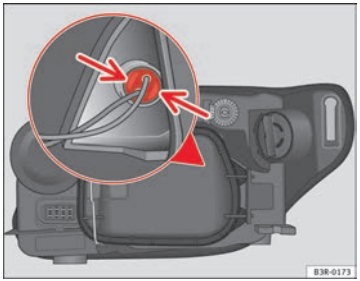

Fig. 201 Side light bulb (outside of vehicle)
- Gently press on the bulb holder tabs ⇒ fig. 201 and pull the cover upwards (it can also be removed by pulling on the bulb holder wires).